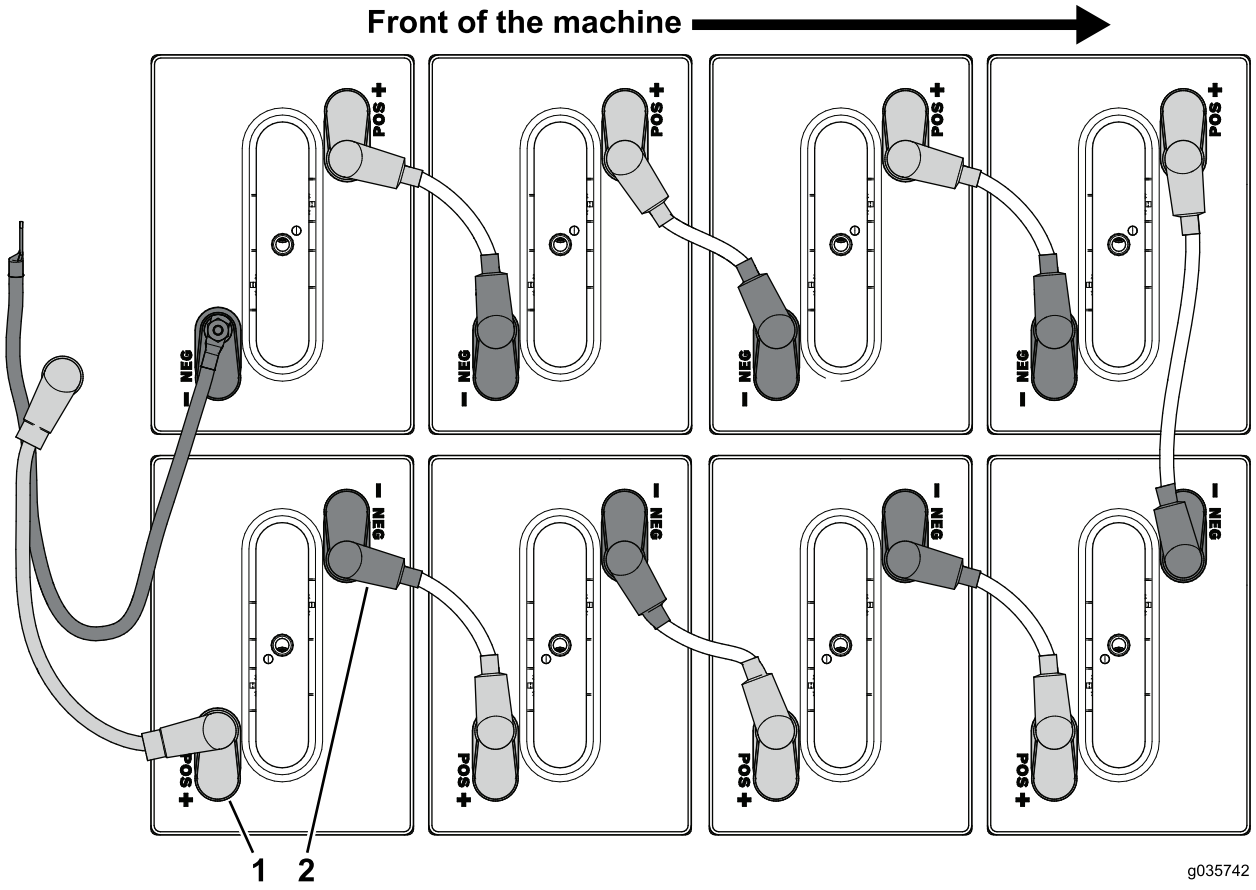

Figur 98
4. Koble batterikablene koblet til den positive (+) klemmen på batteriene i den fremre batteriholderen (Figur 98).
5. Koble batterikablene koblet til den negative (–) klemmen på batteriene i den fremre batteriholderen (Figur 98).